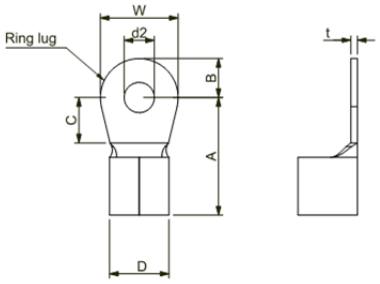

Рис. 1
- ☑ При использовании клеммных наконечников руководствуйтесь размерами на рис. 1.